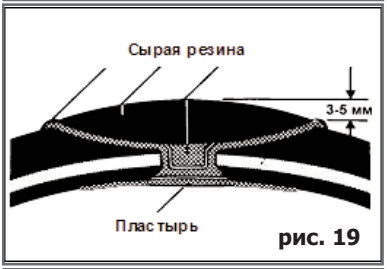

рис. 19
23. Заполнение воронки повреждения разогретой сырой резиной (2 мм), произвести в соответствии с рис. 19 в следующей последовательности:
23.2. Обрежьте неровности ножом (рис. 21), при этом уровень сырой резины (2 мм), заполняющей воронку, должен превышать общий уровень поверхности шины минимум на 3 мм для шин Л/А и 5 мм для шин Г/А (рис. 19).